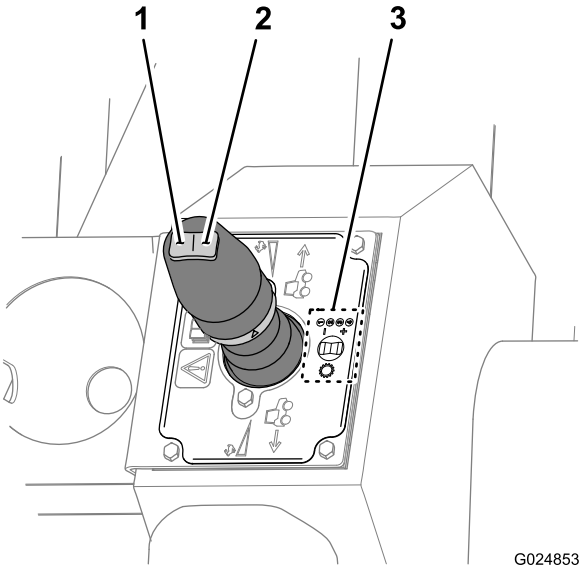

Рисунок 48
- Чтобы переключить на более высокую передачу, нажмите кнопку повышения передачи (правую) на кулисном переключателе (Рисунок 48).
- Чтобы переключить на более низкую передачу, нажмите кнопку понижения передачи (левую) на кулисном переключателе (Рисунок 48).